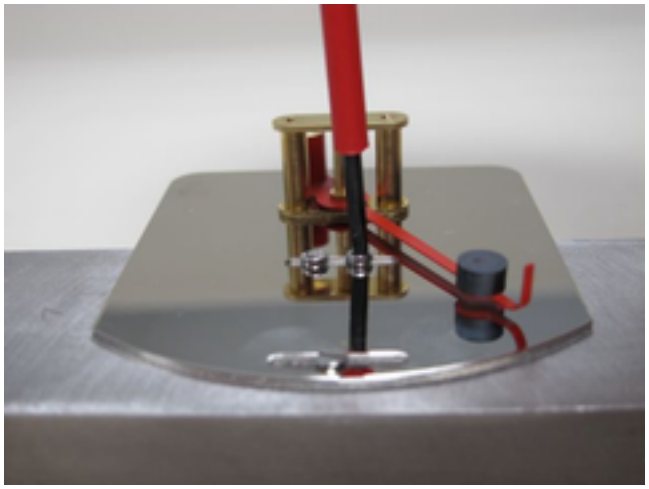

Fig. 66: Secure the base plate
13. Position the display base plate onto the device body and lightly tighten the fixing screws so that the base plate can still be moved (*Fig. 66*). Make sure that the countersunk head screw is used for the long groove (pointer end) and the cylinder head screws are used to secure the base plate middle.